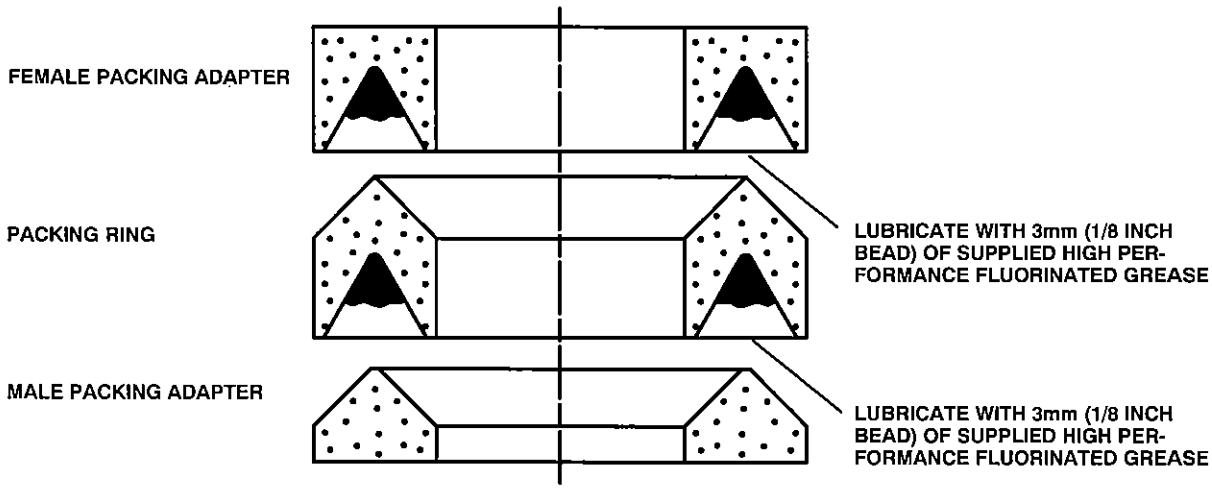

Figure 3. Lubrication Locations on Packing
4. Apply a 3mm (1/8 inch) bead of the supplied high performance fluorinated grease (key 44) around the groove of the female packing adaptor as shown in figure 3 and install over the valve stem (key 16).
5. Apply a 3mm (1/8 inch) bead of the supplied high performance fluorinated grease (key 44) around the groove of the packing ring as shown in figure 3 and install over the valve stem.